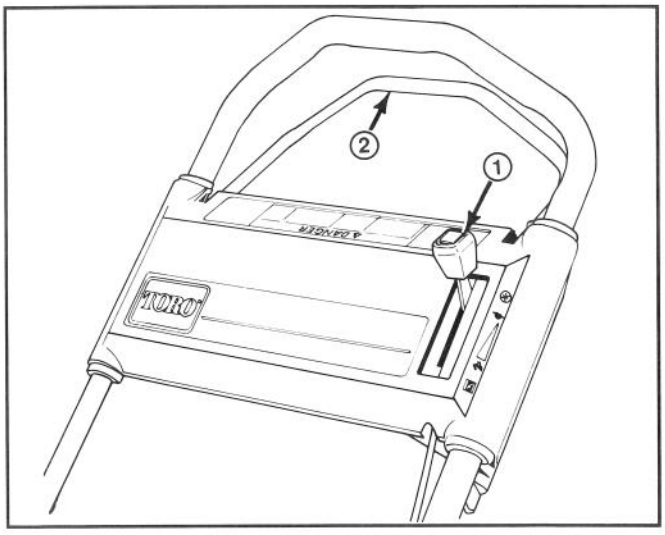
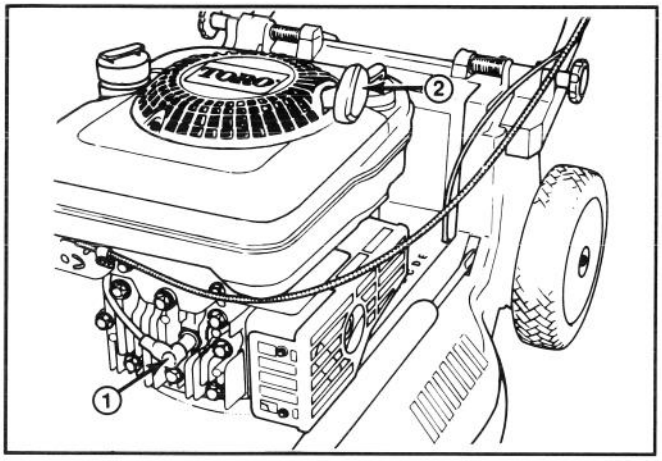
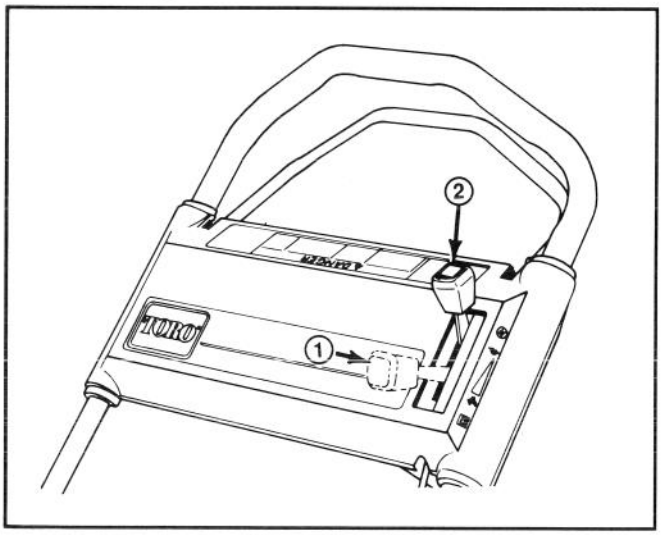

Abbildung 8
Abbildung 9
Abbildung 10
STEUERVORRICHTUNG—Gashebel und Antriebshebel (nur Modell mit Selbstantrieb) befinden sich am oberen Griff (Abb. 8). Der Seilstarter befindet sich am Motoroberteil (Abb. 9).
1. Das Zündkerzenkabel auf die Zündkerze stecken. (Abb. 9).
2. STARTEN—Den Gashebel auf CHOKE stellen (Abb. 10). Den Seilstarter ziehen (Abb. 9) bis das Spiel überwunden ist; dann fest anziehen, um den Motor zu starten. Startet der Motor, den Gashebel auf SCHNELL oder die gewünschte Geschwindigkeit schieben.
3. STOPPEN (Abb. 10)—Zum Stoppen des Motors den Gashebel in die AUS-Stellung zurückschieben. Das Kabel von der Zündkerze abziehen, wenn der Mäher unbeaufsichtigt ist oder nicht verwendet wird.
1. Den Motor abstellen und das Kabel von der Zündkerze abziehen (Abb. 9).
1. Den Motor abstellen und auskühlen lassen. Das Kabel von der Zündkerze abziehen (Abb. 9).